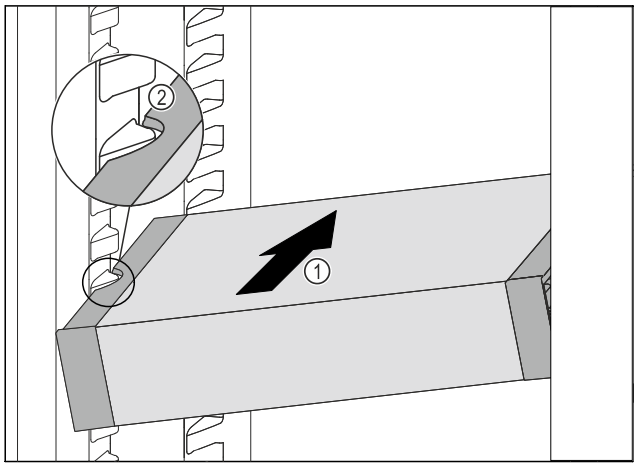

Fig. 114
▶ Împingeți VarioSafe oblic în frigider *Fig. 114 (1)*, până când degajările laterale *Fig. 114 (2)* ale VarioSafese află la înălțimea nervurii recipientului din frigider.